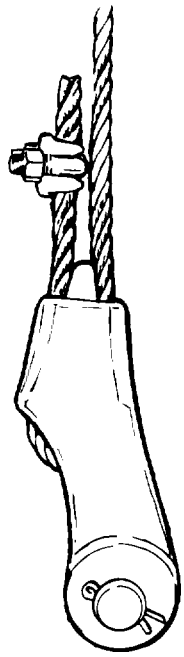

Figure 4-39. *Clamping the Dead End of the Wire Rope*
4. Clamp the dead end of the rope (Figure 4-39) (refer to page 2-3).